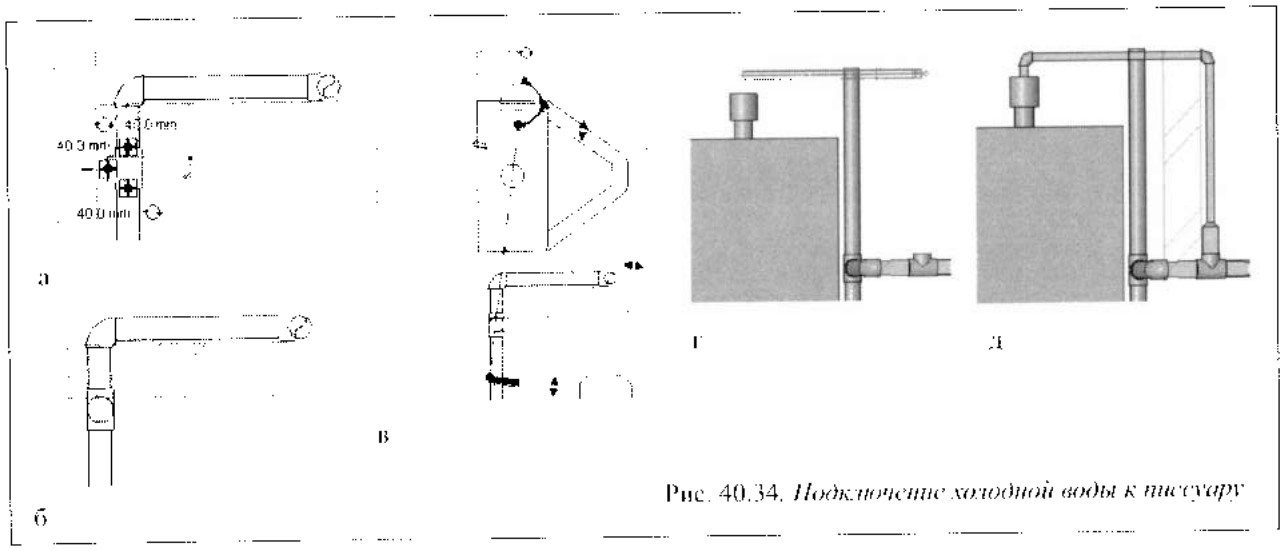

Рис. 40.34. *Подключение холодной воды к писсуару*
12. Подсоединить трубопроводами раковину (рис. 40.34).